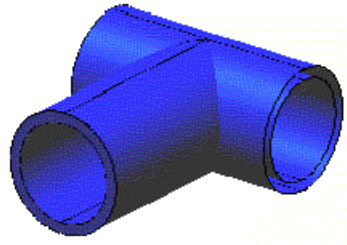

Figure 28. Creating a NURBS surface to close the outlet in the foreground
2. Choose **Geometry→Create→NURBS Surface→By contour** and then select the lines defining the outlet in the foreground of Figure 28. Press **ESC** (see Figure 28).